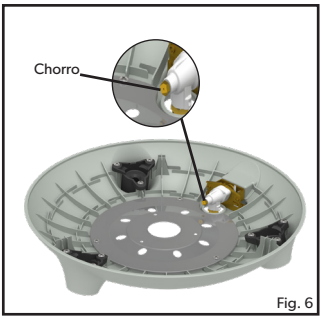

Fig. 6
- **Para reemplazar el chorro**: Retire todas las superficies sueltas, así como la bandeja de servicio y las patas del electrodoméstico. Voltee la base del quemador y retire los 3 tornillos de la placa de cubierta inferior (fig. 4) para separar la base del quemador del conjunto del quemador (fig. 5). Desconecte el cable piezoeléctrico con cuidado de no dañarlo y retire el conjunto del quemador del cuerpo de la base del quemador para exponer el chorro (fig. 6). Ahora se puede quitar el chorro con una llave adecuada. No use alicates ya que esto puede dañar el chorro, inutilizándolo o imposibilitando su extracción. Atornille el chorro nuevo en la válvula. No apriete demasiado ya que esto puede dañar la unidad.